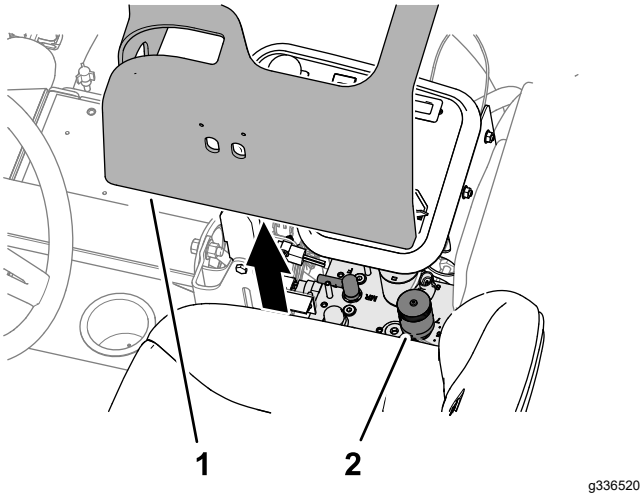

Figur 49
2. Lyft upp kåpan från reglagearmen (Figur 49).